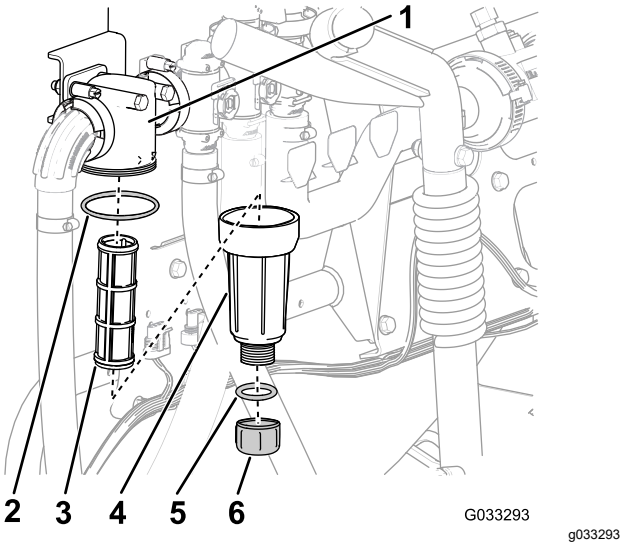

Figure 58
2. Align a drain pan under the pressure filter (Figure 58).
3. Rotate the drain plug counterclockwise and remove it from the bowl of the pressure filter (Figure 58).
4. Rotate the bowl counterclockwise and remove from its filter head (Figure 58).
5. Remove the old pressure filter element (Figure 58).
6. Check the O-ring for the drain plug (located inside the bowl) and the O-ring for bowl (located inside the filter head) for damage and wear (Figure 58).
7. Install the new pressure filter element into the filter head (Figure 58).
8. Install the bowl onto the filter head and tighten by hand (Figure 58).
9. Install the plug into the bowl and tighten by hand (Figure 58).